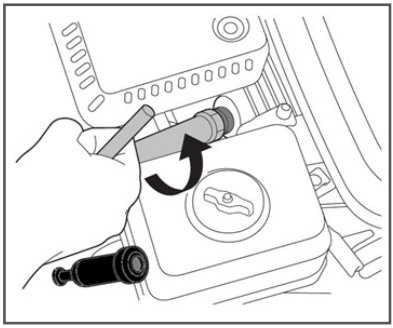

Рис. 21 Обслуживание свечи зажигания
2. Открутите свечу зажигания свечным ключом (Рис. 21).